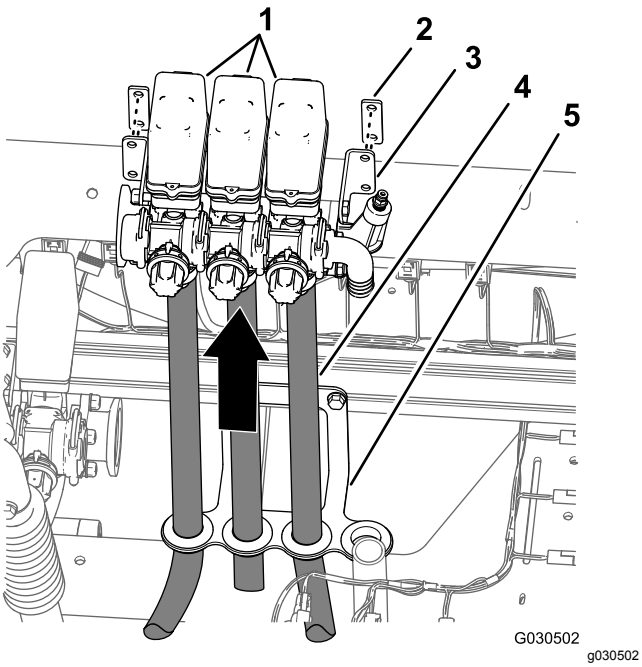

Figur 65
8. Låt de tre sprutrampsslangarna sitta på de tre sprutrampssektionernas ventiler och lyft försiktigt ventilerna från slangöglan. Ta bort ventilerna och slangarna från maskinen (Figur 65).